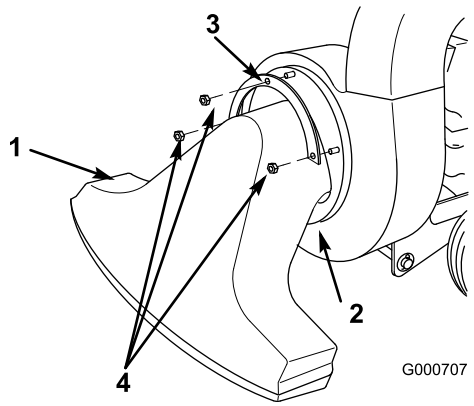

Bild 10
1. Befestigen Sie den unteren Rand des Düsenbunds in die Befestigungshalterung (Bild 10).
2. Legen Sie die Halterungsbundschraube über die 3 Schraubenenden, die aus der Düse austreten (Bild 10).
3. Befestigen Sie die Düse und die Bundschraube mit 3 Scheiben und Sicherungsmuttern am Gebläse (Bild 10).